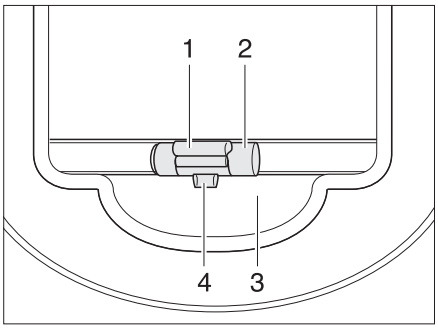

Fig. 25 Blind
- Pull blind downwards by the handle (Fig. 25,2) and lock it into place.
- Pull blind downwards gently by the handle (Fig. 25,2) and push the unlocking bar (Fig. 25,1) outwards. The lock (Fig. 25,4) is released from the holder (Fig. 25,3).